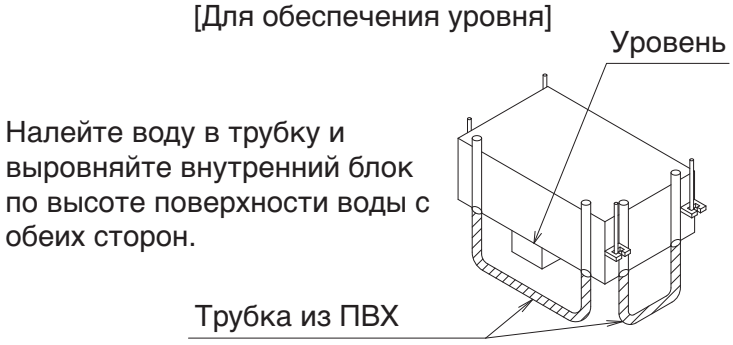

Рис. 6
(4) Проверьте уровень блока. **(См. Рис. 6)**
(5) Снимите зажимную шайбу (7), которая использовалась для предотвращения спадания шайбы подвеса (3) и затяните гайку на верхней стороне.
(6) Снимите схему установки (5).